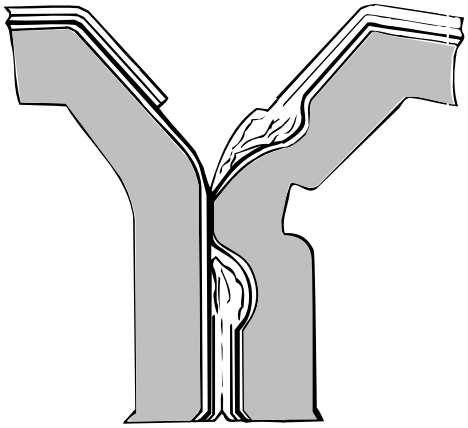

fig. 2
- la soldadura se queda intacta cuando se tira del empalme, pero la lámina de aluminio de uno de los lados se desprende mostrando una superficie metálica brillante (fig. 2).